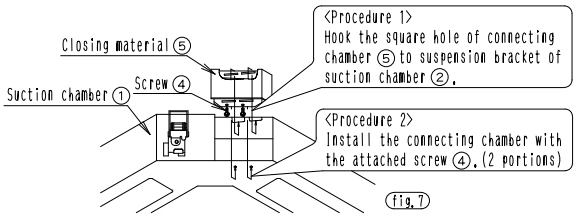

fig.7
- Install the closing material in accordance with the following procedures. fig.7